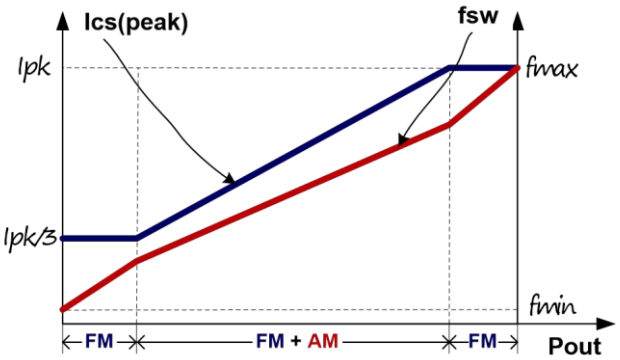

Fig.4
To meet the tight requirement of averaged system efficiency and no load power consumption, a hybrid of frequency modulation (FM) and amplitude modulation (AM) is adopted in CM5530B which is shown in the Fig 4.